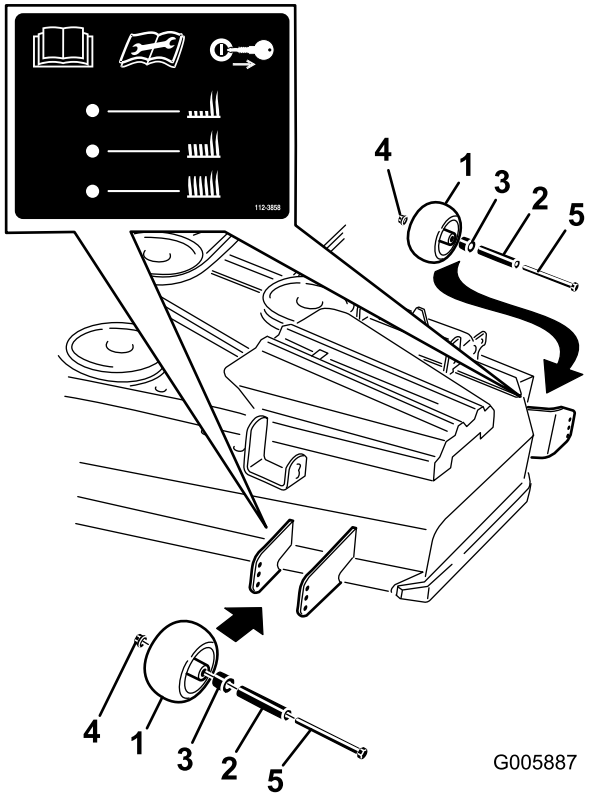
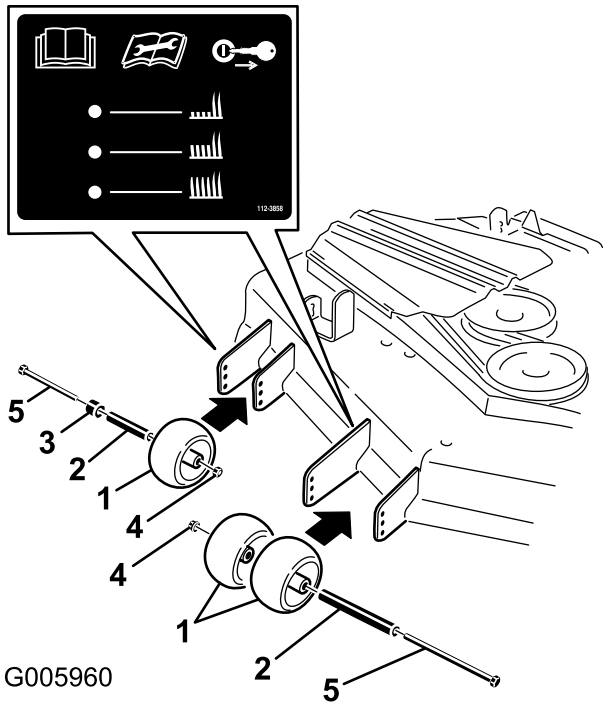

**Figuur 19**
**Figuur 20**
3. Nadat u de maaihoogte hebt ingesteld, moet u de flensmoer, de lagerbus, het afstandsstuk en de bout verwijderen om de rollen in te stellen (Figuur 19 of Figuur 20).
**Opmerking:** De twee middelste rollen hebben geen afstandsstuk (Figuur 19 of Figuur 20).
5. Monteer de flensmoer, de lagerbus, het afstandsstuk en de bout. Vastdraaien met een torsie van 54-61 Nm (Figuur 19 of Figuur 20).